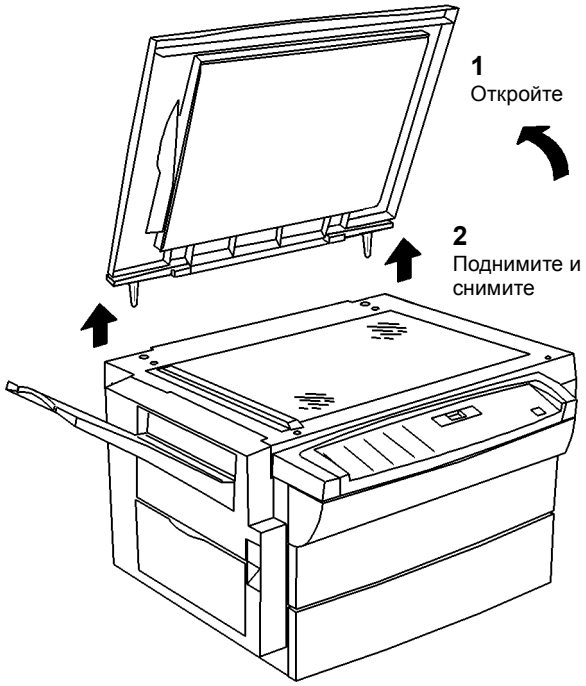

Рисунок 1 Снятие крышки стекла экспонирования
1. Снимите крышку стекла экспонирования (Рисунок 1).